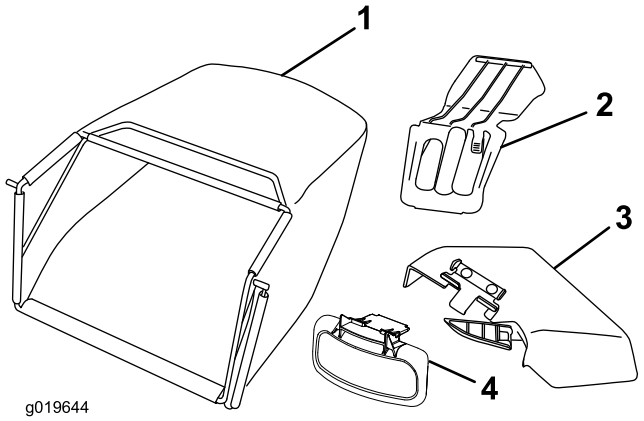

Рисунок 6
5. После запуска двигателя переведите регулятор дроссельной заслонки **в положение** Fast (Быстро)(Рисунок 6).